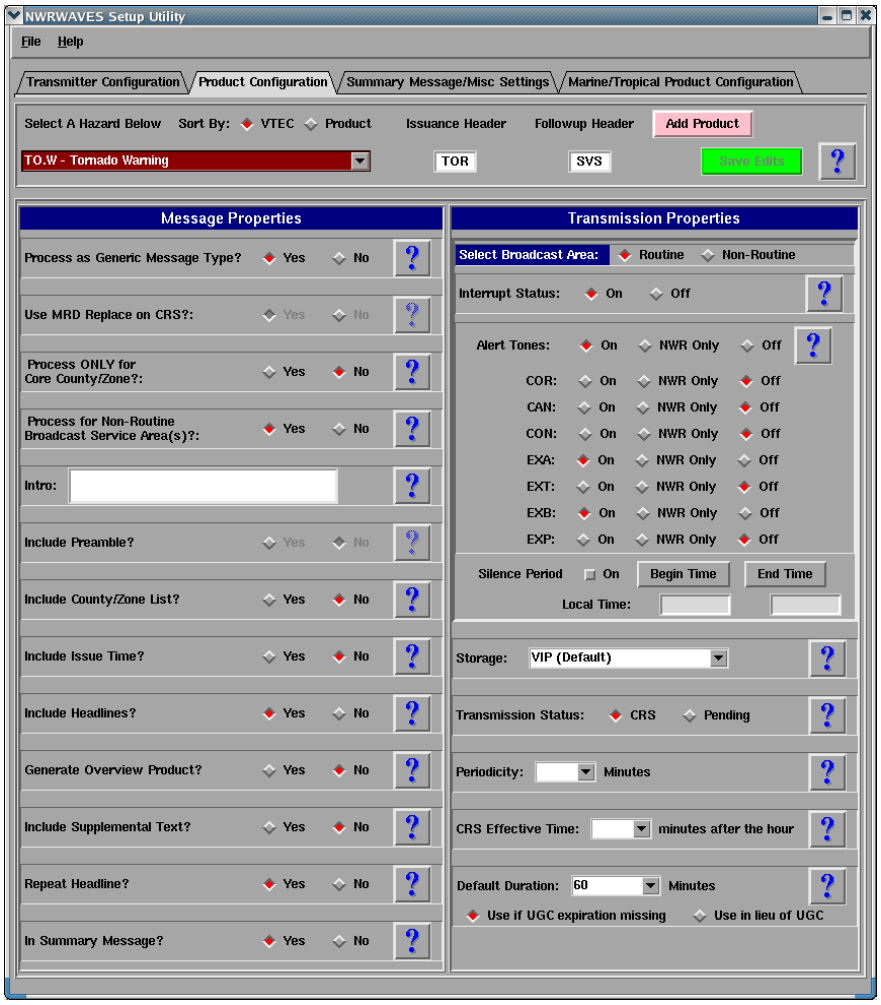

Figure 4 – Product configuration GUI
After you are done configuring your transmitters, click the **Product Configuration** tab (Figure 4)
Both product types (VTEC and non-VTEC) share many common configuration settings. VTEC products have additional unique configuration settings for alert tone settings, based on the VTEC action code. VTEC products are also tracked internally by NWRWAVES, and the advanced feature of MRD Replace is used to facilitate better automation of information replacement in the CRS Broadcast Cycle. **In the NWRWAVES distribution file, all these configuration settings are set to "No" and the product dissemination is set to the "Pending" side of the NWRWAVES Browser (as they are shown in Figure 4 above).** Sites will need to adjust these settings *by product* to meet their local needs.
3) Each configuration item on the GUI has a question mark box to its right. Click on that question mark box to see more information on what that particular item governs. Referencing Figure 4 above, here is a breakdown of the interface: